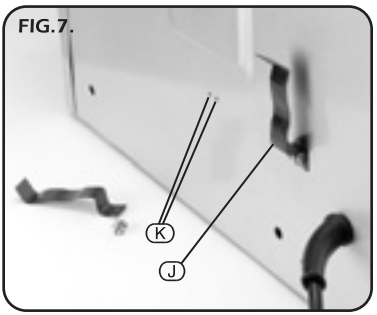

FIG.7.
- **PUSH STICK HOLDERS (Fig.7.):**